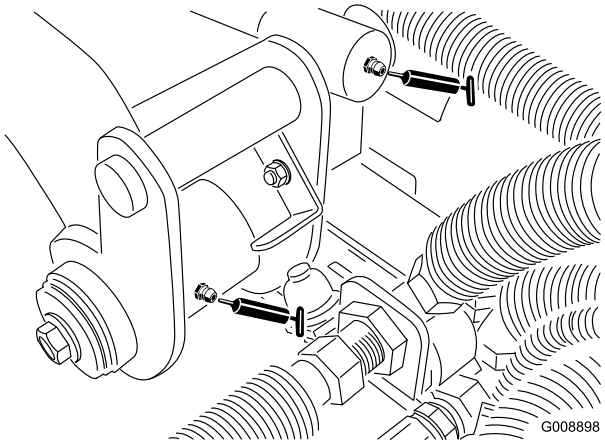

**Figur 35**
- Bakre lyftarmstapp och lyftcylinder (2) (Figur 35)